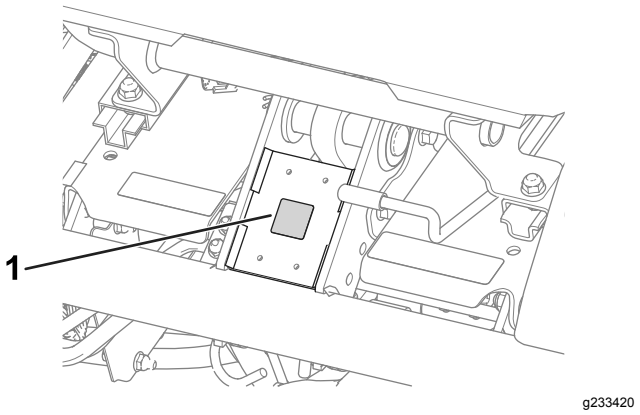

Figuur 10
- Breng de CE-markeringssticker aan op het frame, onder de voorkant van de stoel (Figuur 10).